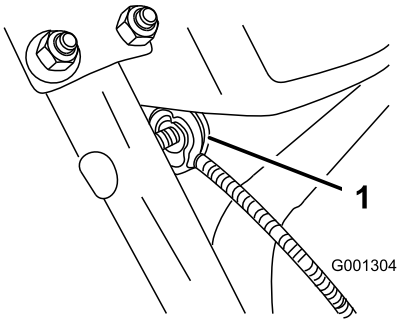

Figur 8
3. Fjern mutteren og skiven fra håndtaket, fest kabelklemmen på kabelen til håndtaket, sett på skiven igjen og trekk til mutteren for hånd (Figur 8).